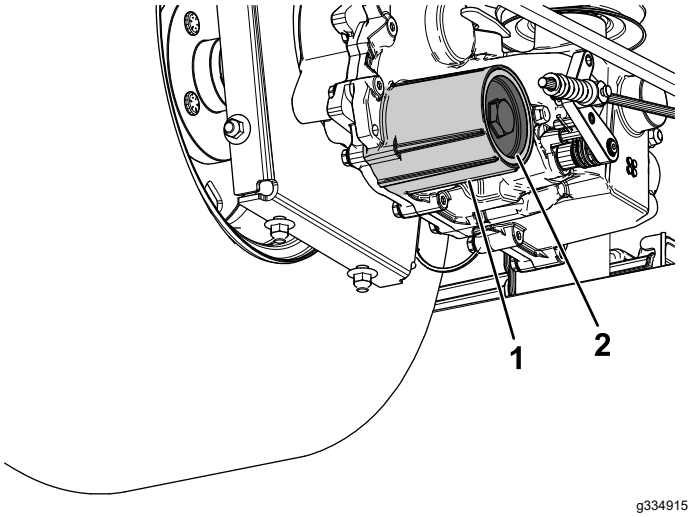

Figure 69
7. Déposez le couvercle du filtre à huile hydraulique de la boîte-pont pour vidanger le liquide (Figure 69).